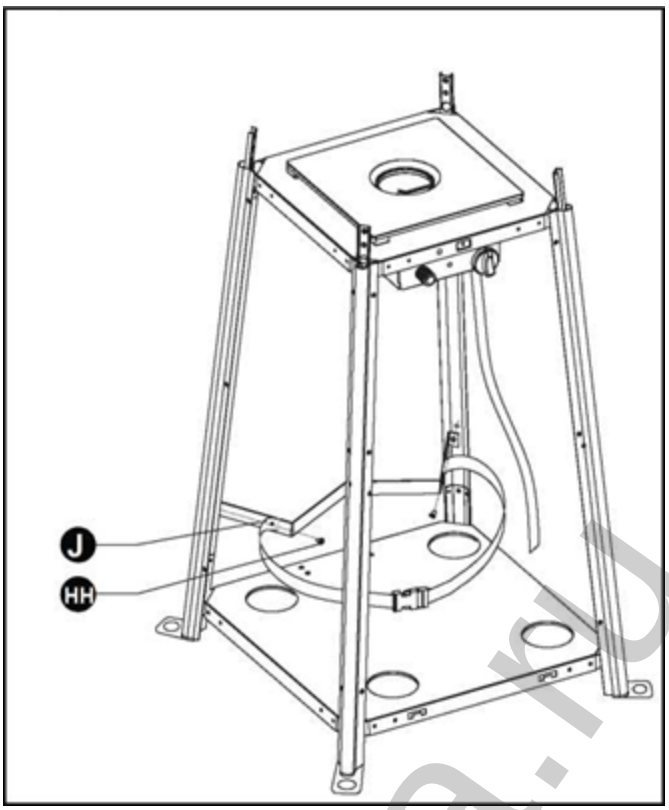

Рис. 7. Установка крепежного ремня.
3. Прикрепите крепежный ремень баллона с газом (J) к 2-м нижним опорам (L) с помощью 2 шт. винтов 3/16" (HH), как показано на Рис.7.